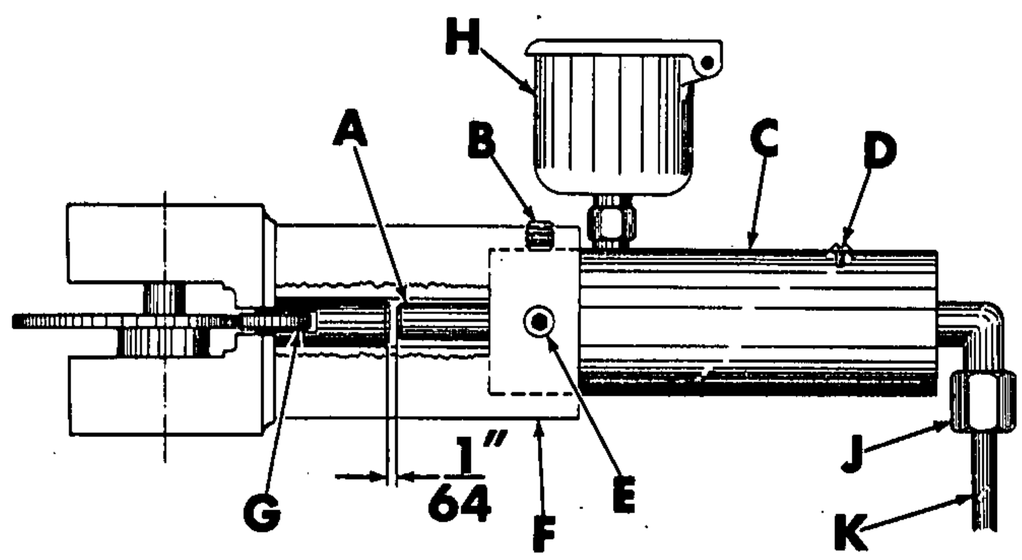

Figure 25
2. Remove nut (J, fig. 25) on end of variable control cylinder -- catching oil in pan.
3. Remove set screws (B) and (E) in variable cam housing (F).
4. Pull out upper variable control cylinder (C).
5. Remove the oil from old variable control cylinder oil reservoir (H).
6. While holding variable speed dial against low speed stop, slide new control cylinder (C) into variable housing (F) until variable plunger (A) is about 1/64" from cam roller plunger (G). Lock in place with set screws (B) and (E).
7. Install hydraulic line (K) and tighten nut (J).
8. Remove bleeder screw (D) and fill oil reservoir.
10. Replace bleeder screw (D).
B. Loosen bleeder screw (D, fig. 25) a few turns until oil starts coming out around the screw.